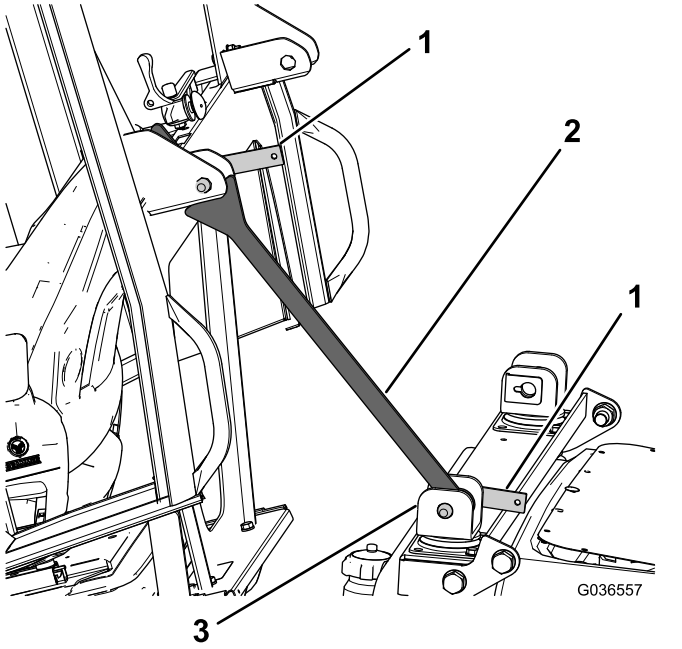

Figure 22
C. Après avoir fixé le support de sécurité, tournez le support de traverse vers la cabine et appuyez-le contre le support à l'arrière de la cabine (Figure 22).
D. Insérez le levier de verrouillage restant dans le support supérieur pour bloquer le support de sécurité en place (Figure 22).